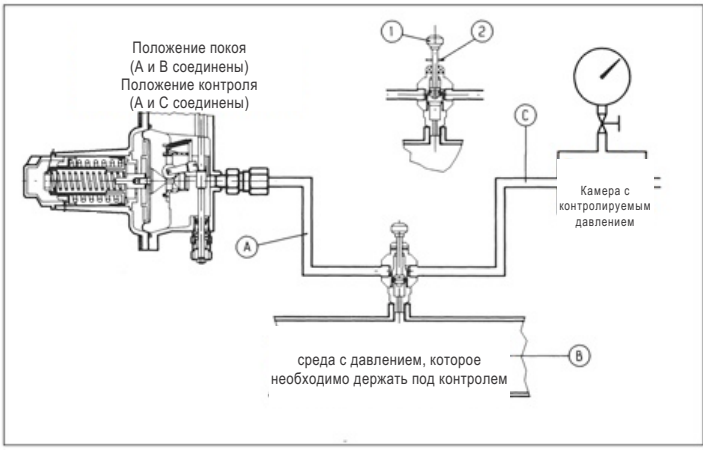

***Рисунок 19: схема подключения “push”***
A) Для отсекающих устройств соединенных с выходным трубопроводом посредством переключающего трехходового клапана "push" 11 необходимо действовать следующим образом (рис. 19):